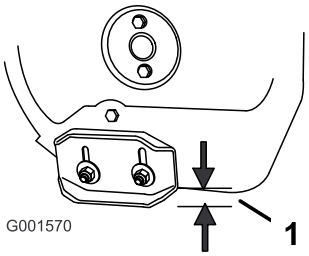

Figur 34
2. Lossa de muttrar som håller fast medarna på matarskruvens sidor, tills medarna enkelt kan flyttas upp och ned (Figur 34).